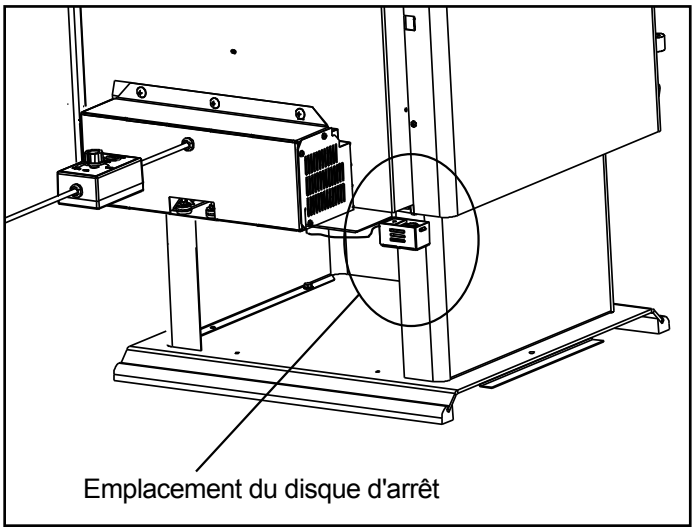

Figure 36.3
1. Localisez le support du disque d'arrêt dans l'angle inférieur gauche à l'arrière du poêle. **Figure 36.3**